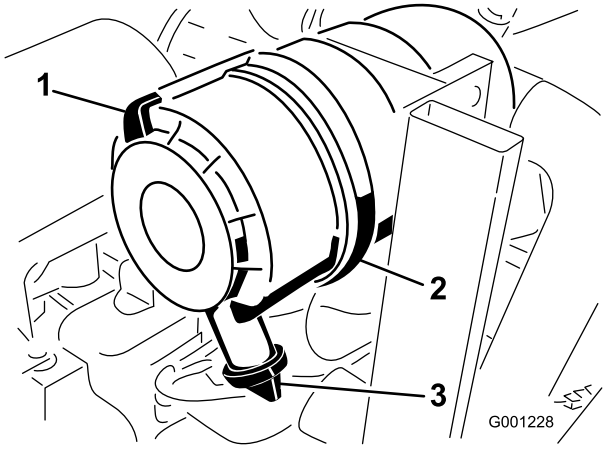

Figur 46
1. Trekk låsen utover, og drei luftrenserdekslet mot klokken (Figur 46).
2. Fjern dekslet fra luftrenserens kropp (Figur 46).
8. Monter dekselet med uttaksventilen i gummi vendt nedover – mellom ca. kl. 5:00 til 7:00 sett fra enden (Figur 46).